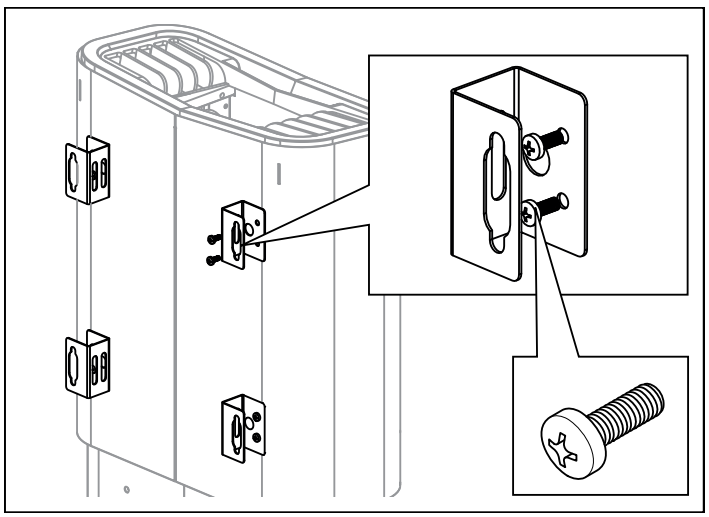

Afbeelding 7: De beugels aan de kachel bevestigen
5. Draai de eerste twee schroeven op de achterkant van de kachel los en schroef de eerste van de vier beugels vast. Herhaal deze procedure totdat alle beugels zijn bevestigd (zie afbeelding 7).